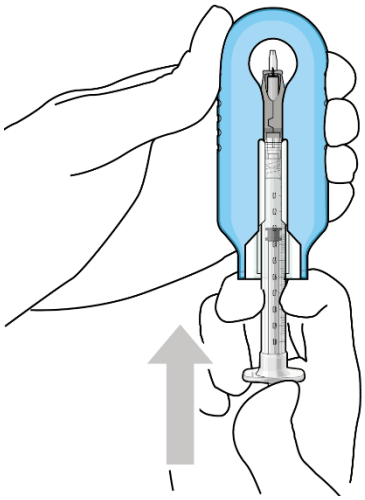

Figure 22
- Under the microscope, **slowly** administer ranibizumab into the implant by slightly tilting the carrier upwards (Figure 22).